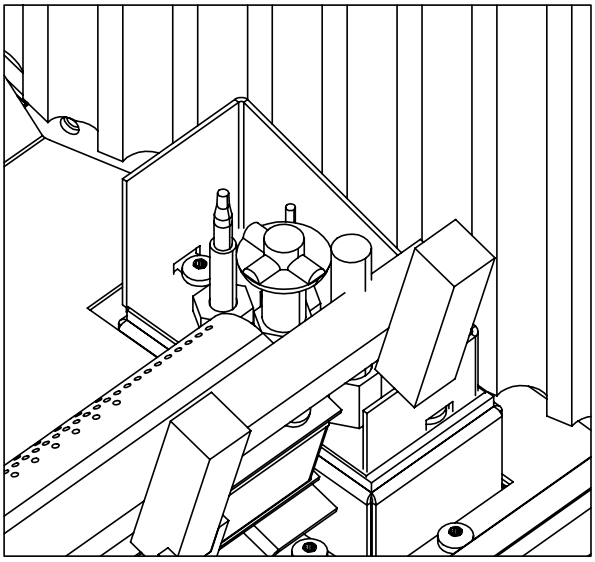

**Figure 15. Pilot assembly beside the burner.**
8. Reinstall the burner, fire grate, log set, and door. Also refer to Secondary Installation - Fire Grate and Log Set Installation in your Owner's Manual. When re-installing the burner, ensure that the burner to pilot hood and shield relationship is similar to what is shown in Figure 15.